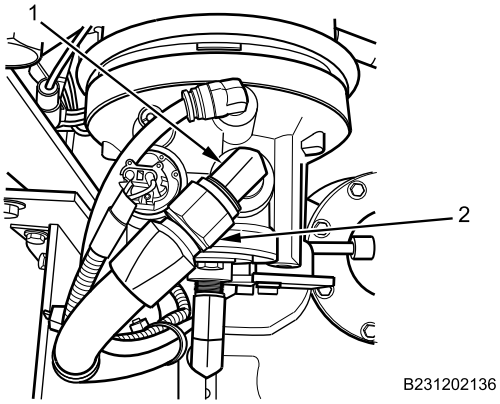

Figure 13. Air Line Hose at Air Dryer.
12. Apply thread sealant tape to threads of air dryer fitting (Figure 13, Item 1).
13. Install air compressor delivery air line hose (Figure 13, Item 2) on air dryer fitting (Figure 13, Item 1) and tighten securely.